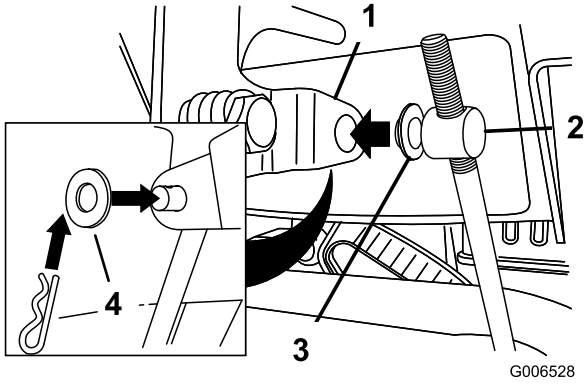

Rysunek 11
3. Zdejmij zawleczkę i podkładkę zewnętrzną z czopu zawieszenia obrotowego na górnym końcu drążka zmiany biegów (Rysunek 11).
Informacja: W celu ułatwienia montażu, pozostaw podkładkę płaską na czopie zawieszenia obrotowego (Rysunek 11).
6. Unieś drążek zmiany biegów i włóż czop zawieszenia obrotowego w otwór w dźwigni wybieraka biegów (Rysunek 11).
B. Odłącz czop zawieszenia obrotowego od dźwigni wybieraka biegów (Rysunek 11).
C. Obróć czop zawieszenia obrotowego w dół (w prawo) na drążku zmiany biegów (Rysunek 11).
D. Podłącz czop zawieszenia obrotowego do dźwigni wybieraka biegów (Rysunek 11).